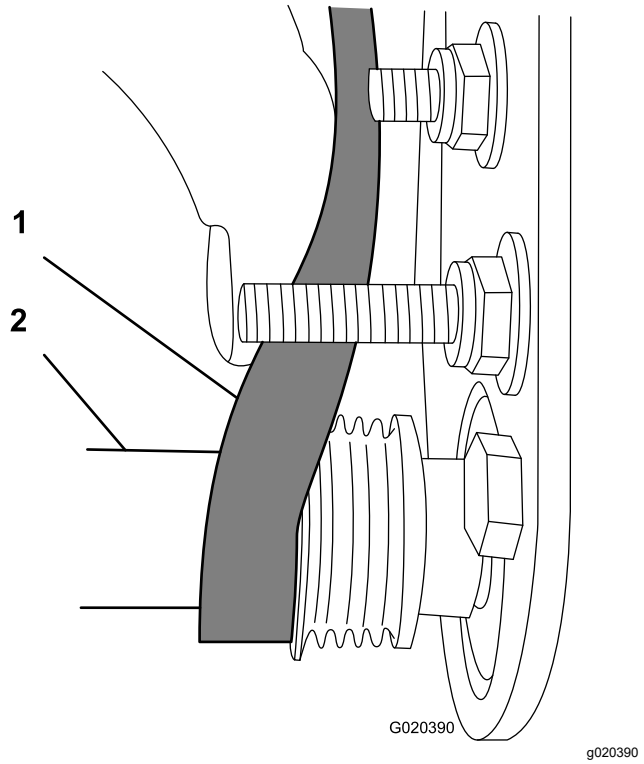

Figur 17
- Start remmen på den **drevne** remskive (Figur 17).
- Brug en topnøgleindsats (9/16 tomme) til at dreje børsteenheden og lempe remmen op på den drevne remskive (Figur 17).